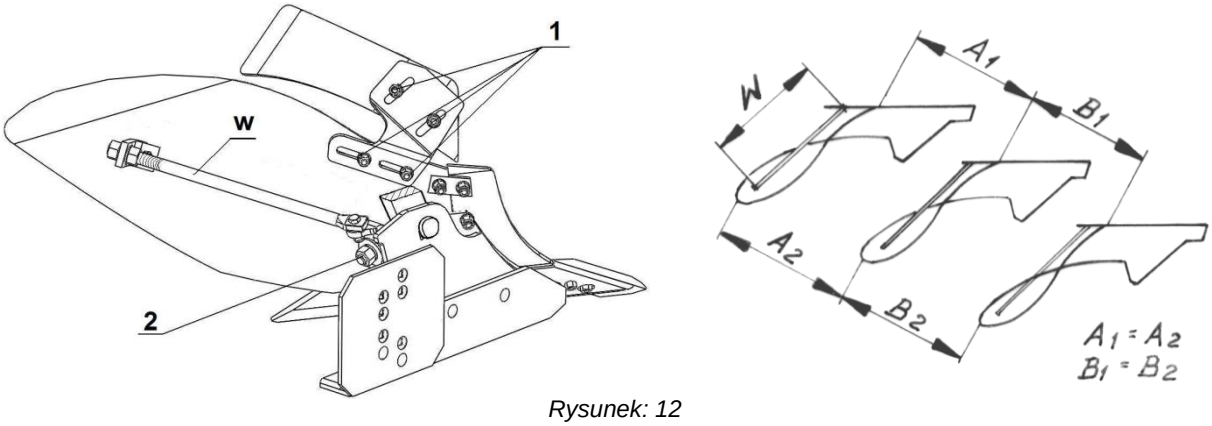

Rysunek: 12
- kąt pochylenia korpusu w niewielkich granicach reguluj śrubą **(2**) *Rys. 12*
Regulacji dokonaj za pomocą śrub **1**(*Rys.12*) mocowanych na otworach podłużnych uchwytu zgarniacza